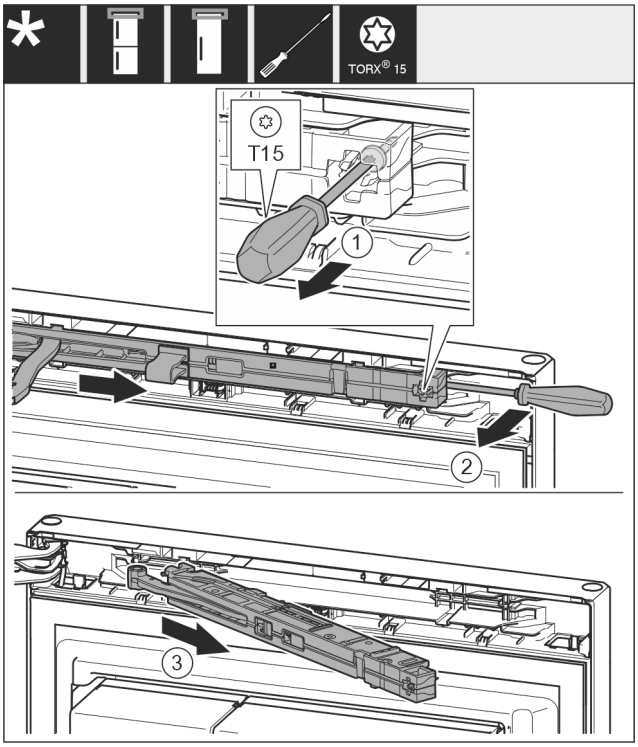

*Fig. 12*
- ▶ Schroef *Fig. 12 (1)* op sluitdemperunit met een schroevendraaier 14 mm losdraaien.
- ▶ Hef de sluitdemperunit *Fig. 12 (2)* aan de greepzijde naar voren met een schroevendraaier.
- ▶ Sluitdemperunit *Fig. 12 (3)* uittrekken.